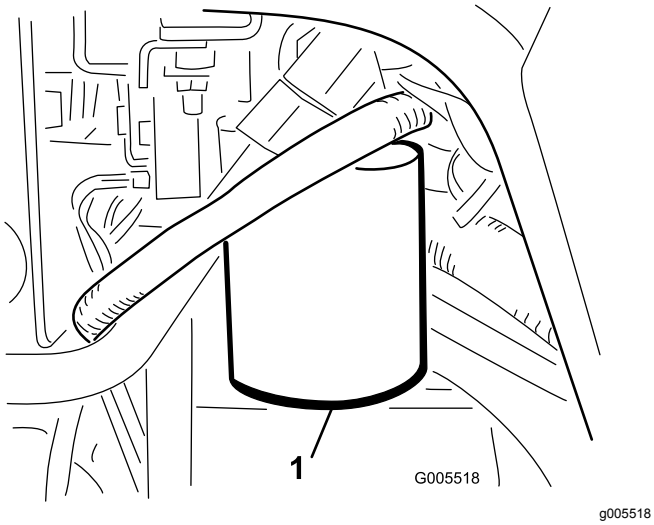

Figur 49
1. Rengjør området rundt der filteret skal festes (Figur 49). Plasser et tappefat under filteret, og ta ut filteret.